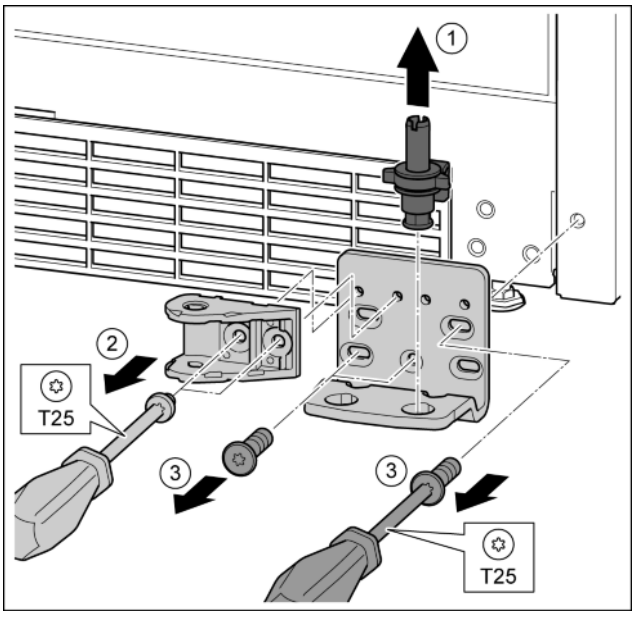

Fig. 33
▶ Lift the bearing pin completely upward and remove. *Fig. 33 (1)*
▶ Remove the screws with the T25 screwdriver and remove the soft stop connection. *Fig. 33 (2)*
▶ Undo the screws with a T25 screwdriver and remove the bearing bracket *Fig. 33 (3)*